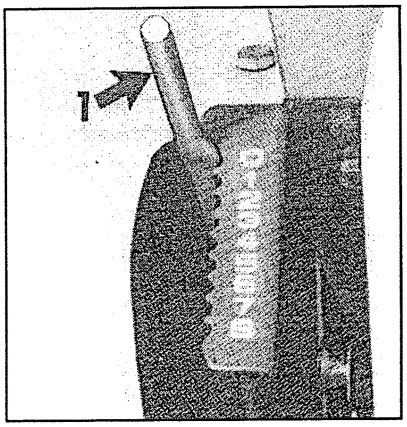

Fig.36
1. **Bodemkleppen (fig.36):** Een regeling van de strooihoeveelheid door de hefboom van de bodemkleppen is niet mogelijk.